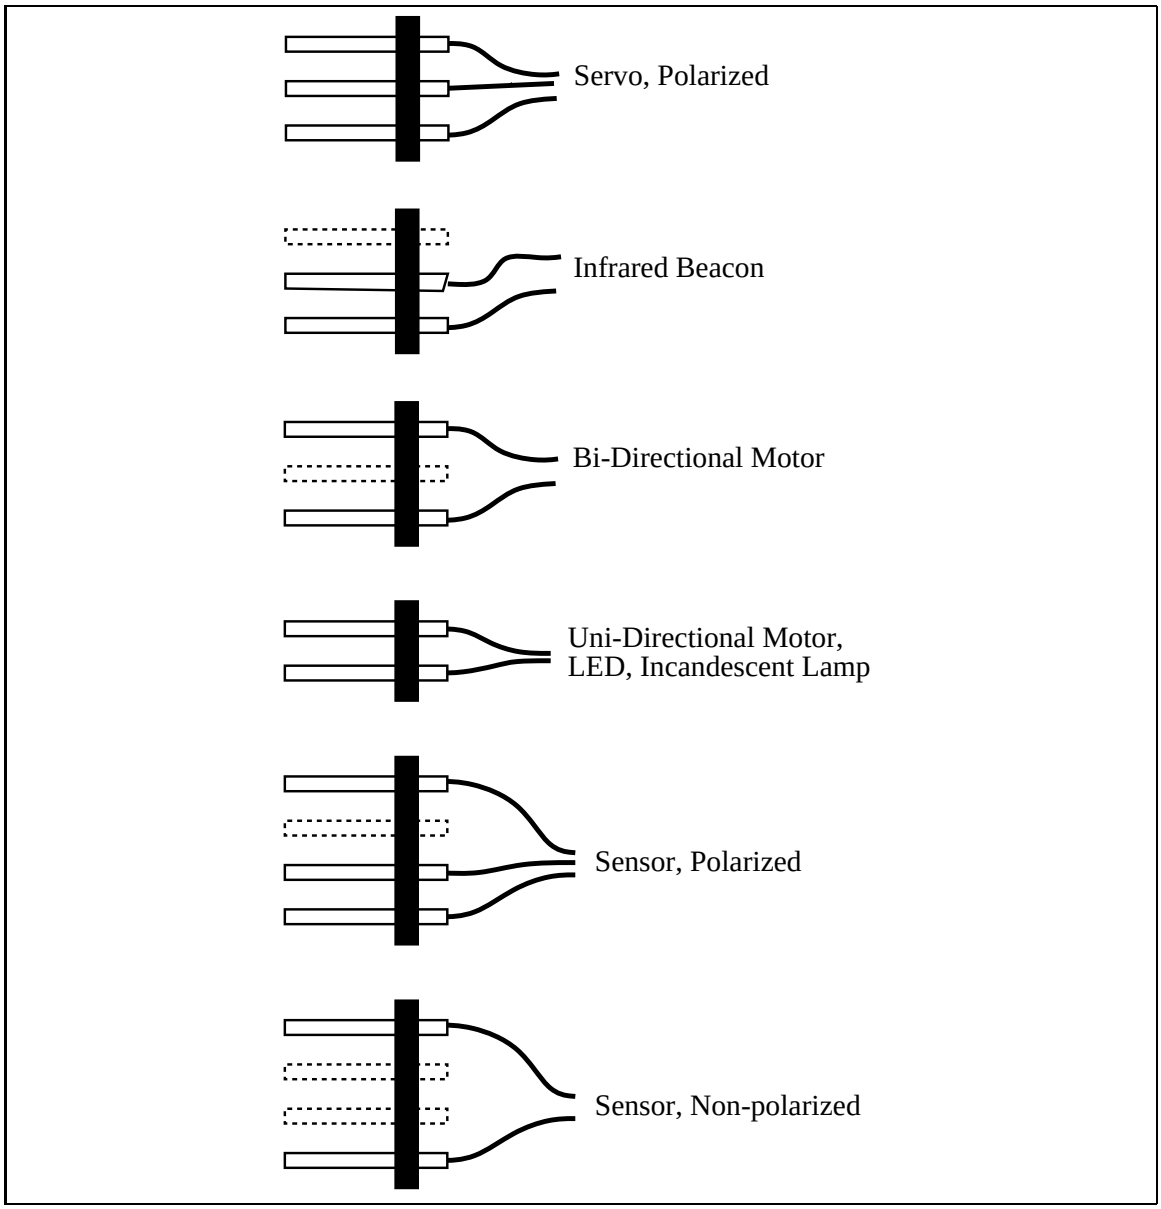

Figure 4.16: Standard Connector Plug Configurations
Several different connector styles are used depending on the device which is being connected to. Figure 4.16 shows the connector configurations used for bidirectional motors, unidirectional motors, sensors, and the infrared beacon.
- ◯ Motor plugs may be wired for bidirectional or unidirectional use, as shown in Figure 4.16. (For most purposes, motors will need to be operated bidirectionally.)